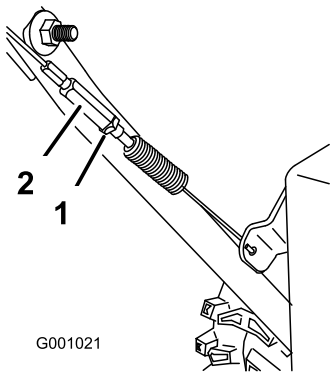

Рисунок 45
3. Затяните контргайку (Рисунок 45).